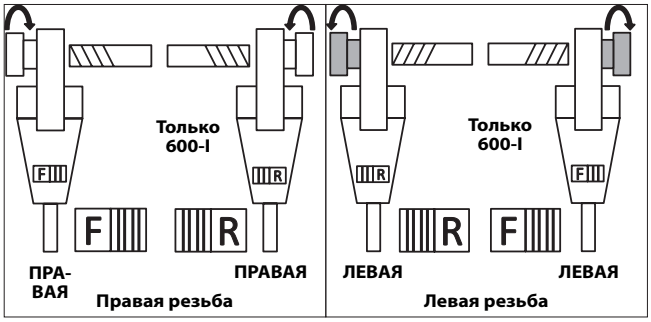

Рис. 10 – Расположение скользящего переключателя/ резьбонарезной головки
7. Установите скользящий переключатель F/R в соответствии с требуемой правой или левой резьбой. *См. рис. 10.*